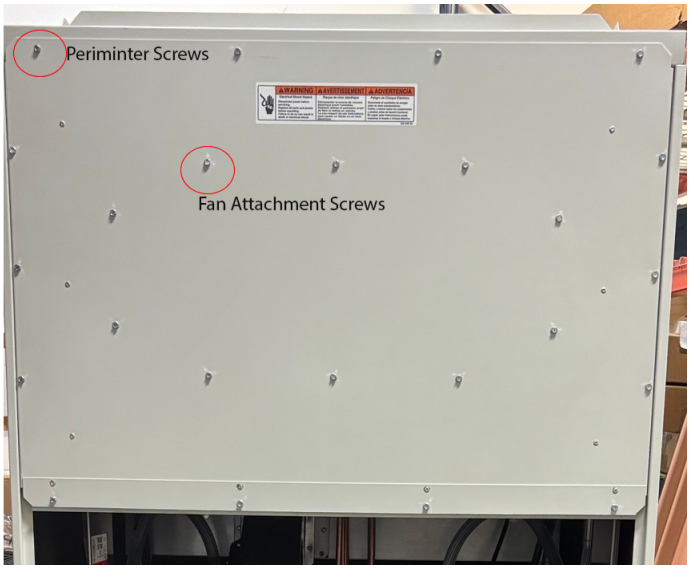

Figure 430.1 (Indoor Fan)
4. Remove rear panel from fan by removing 10 fan attachment screws. See figure 430.1